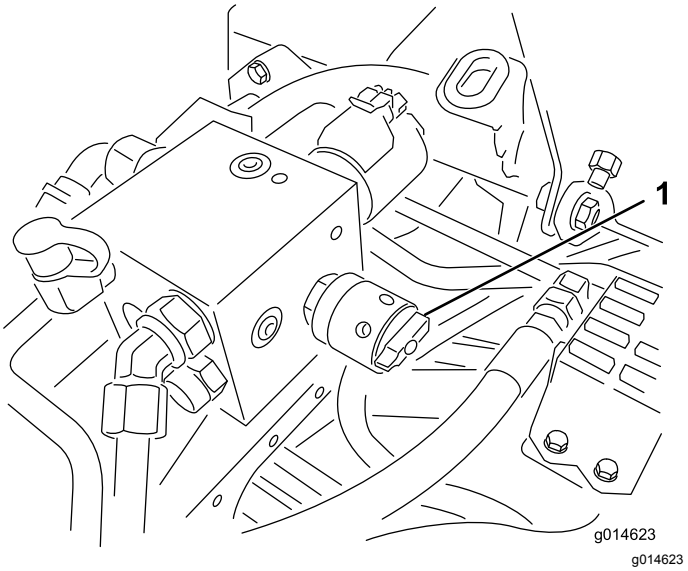

Figur 51
6. Drei spolehastighetskontrollen til innstilling 1 (Figur 51).
4. Juster spolehastigheten ved å vri knotten (Figur 51) til indikatorpilene er i linje med tallet du fastslo i trinn 3.